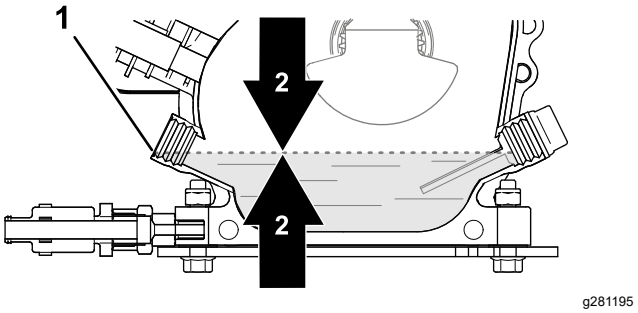

Figur 29
4. Kontrollera oljenivån (Figur 29).